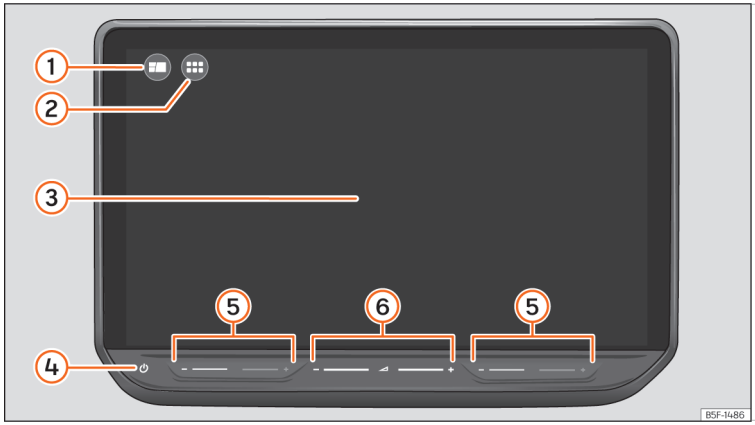

**Fig. 168** Overview: control unit
Customise the top menu or the HOME ››› Fig. 168 ① view to quickly access your favourite or most frequently used functions.